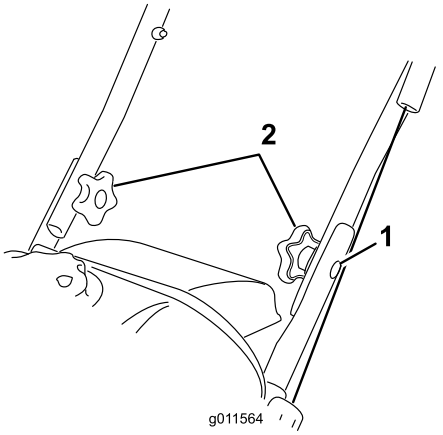

Figura 3
2. Inserite i bulloni a testa ovale nei fori allineati, con le teste sulla parte esterna della stegola (Figura 3).
1. Bullone a testa ovale (2)
3. Montate le rondelle curve e le manopole della stegola sui bulloni a testa ovale, sulla parte interna della stegola (Figura 3) e **serrate saldamente le manopole**.